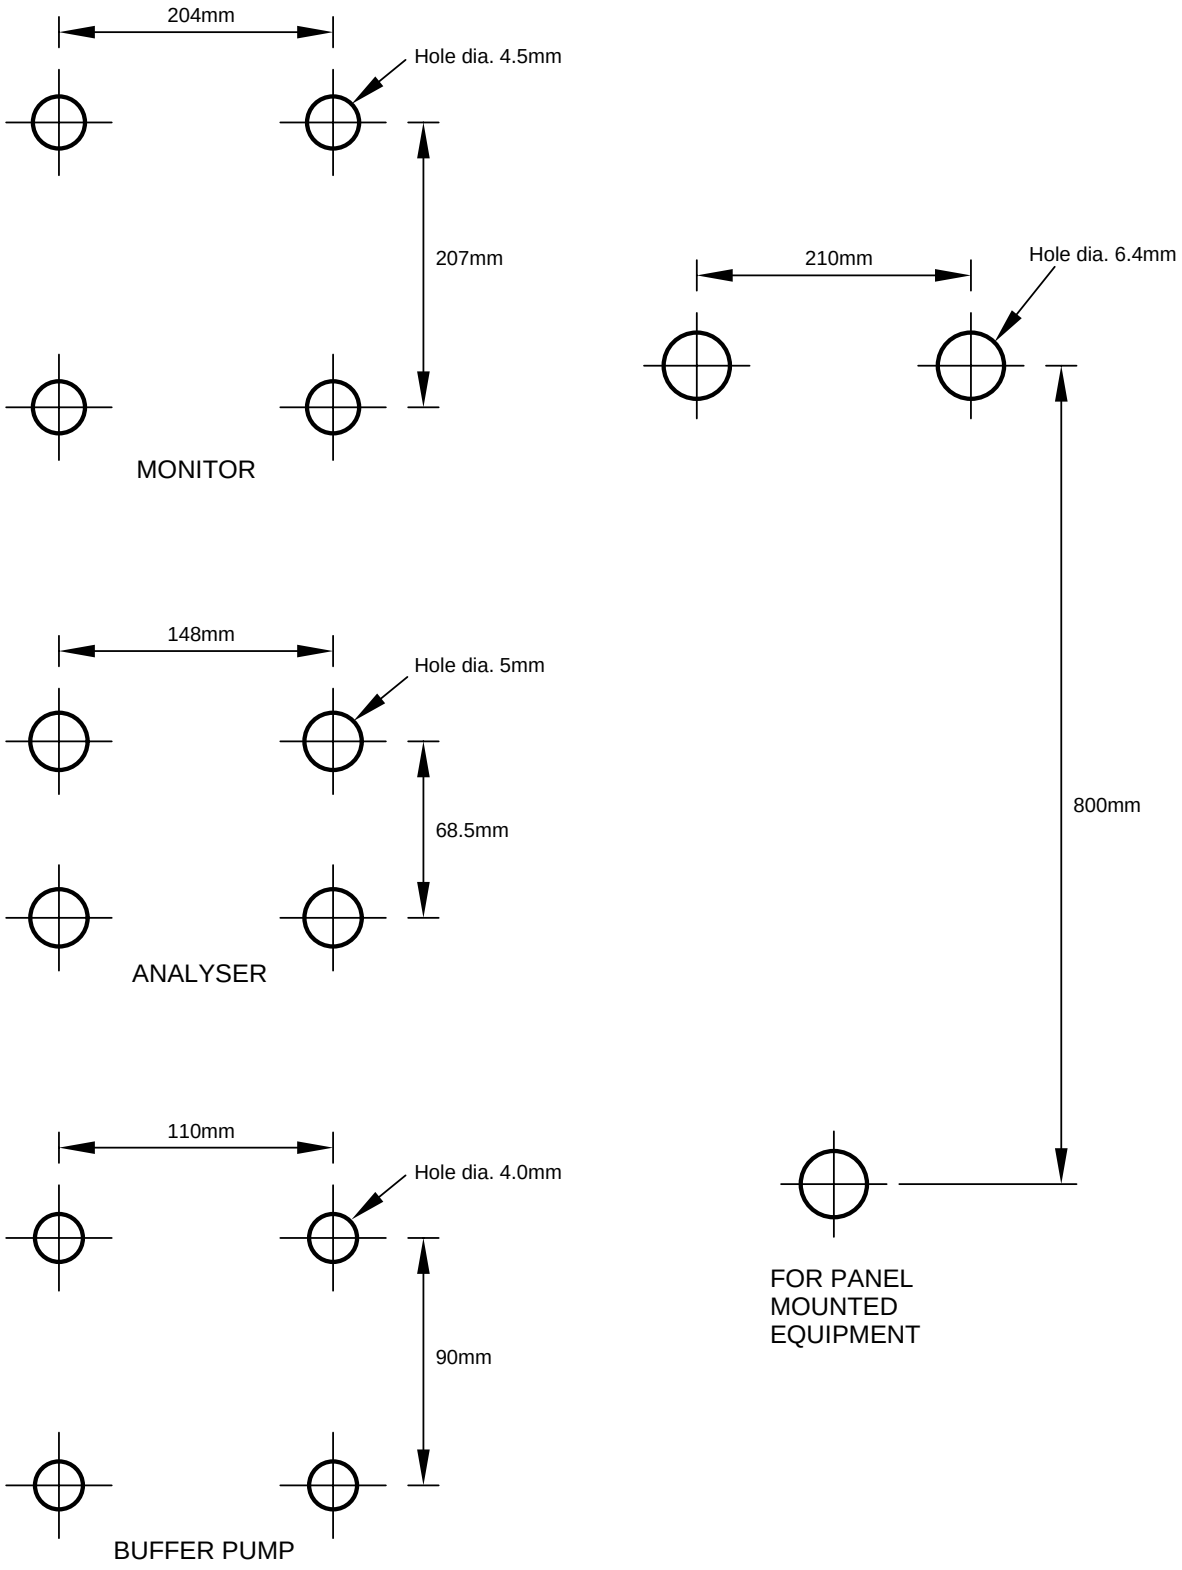

Fig. 3.1 Drilling Diagrams
(1) Decide on the mounting position for the monitor then mark and drill the hole positions (Fig 3.1).
(2) Screw or bolt the monitor, as appropriate, to the mounting surface, ensuring it is level. The monitor mounting holes are accessible with the upper panel cover opened and the lower cover removed. The retaining screws of both covers are captive and cannot be fully removed. The upper panel cover has to be pulled forward before it can be hinged outward.
(3) After the monitor is mounted the upper panel cover can be closed and fastened. The lower cover should be left open until wiring is completed.
(4) Decide on the mounting position for the analyser cell then mark and drill the hole positions (Fig 3.1). The analyser is ready mounted on a bracket which can be directly screwed or bolted into position as appropriate.